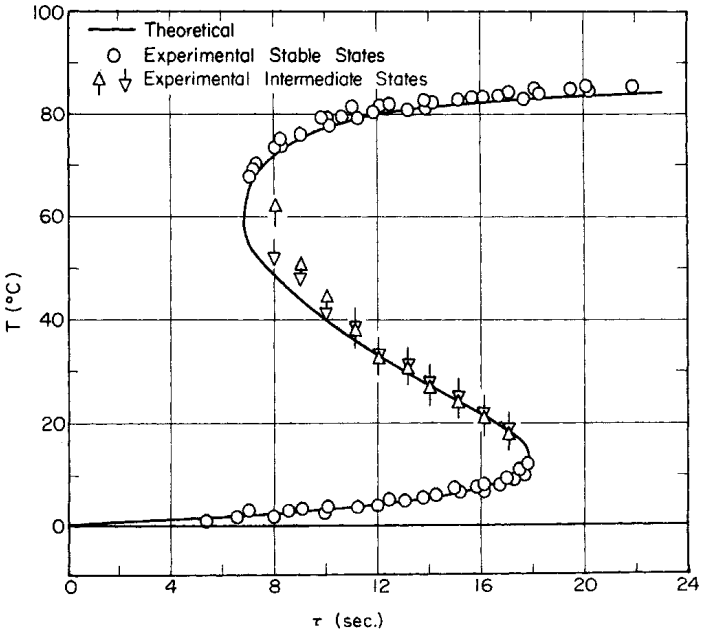

Figure 6: Steady states determined by Vejtasa and Schmitz [1].
Determine steady states of Equation (3) in an adiabatic stirred tank reactor and reproduce the results by Vejtasa and Schmitz [1] as illustrated in Figure 6.
You have now recorded pairs of steady state values of the pump speed (P) and the reaction mixture temperature (TI3). These datapoints may be used to construct a (τ, T)-diagram similar to Figure 6.